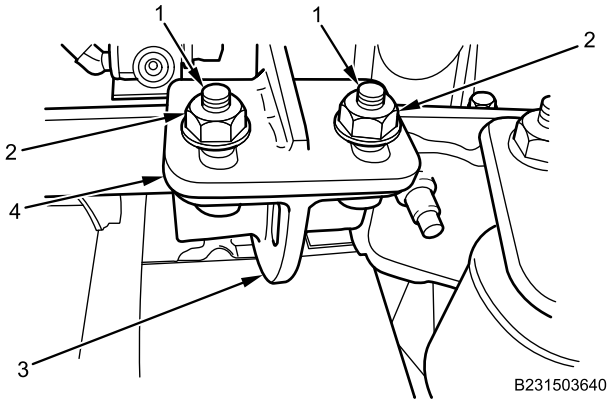

Figure 2. Rear Frame Bracket.
2. Remove two bolts (Figure 2, Item 1), nuts (Figure 2, Item 2), and rear frame bracket (Figure 2, Item 3) from wheel deflector bracket (Figure 2, Item 4).